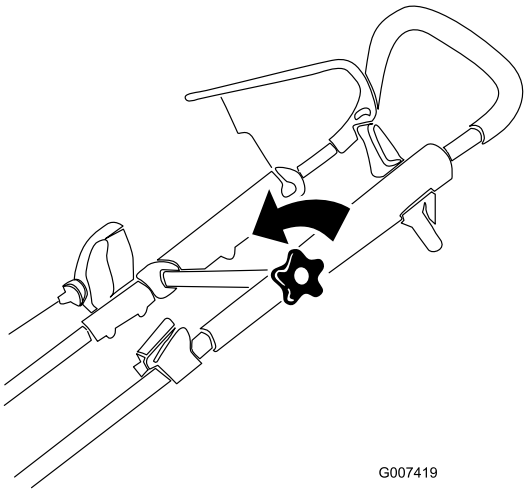

Figur 12
1. Lossa det övre handtagsvredet (Figur 12).